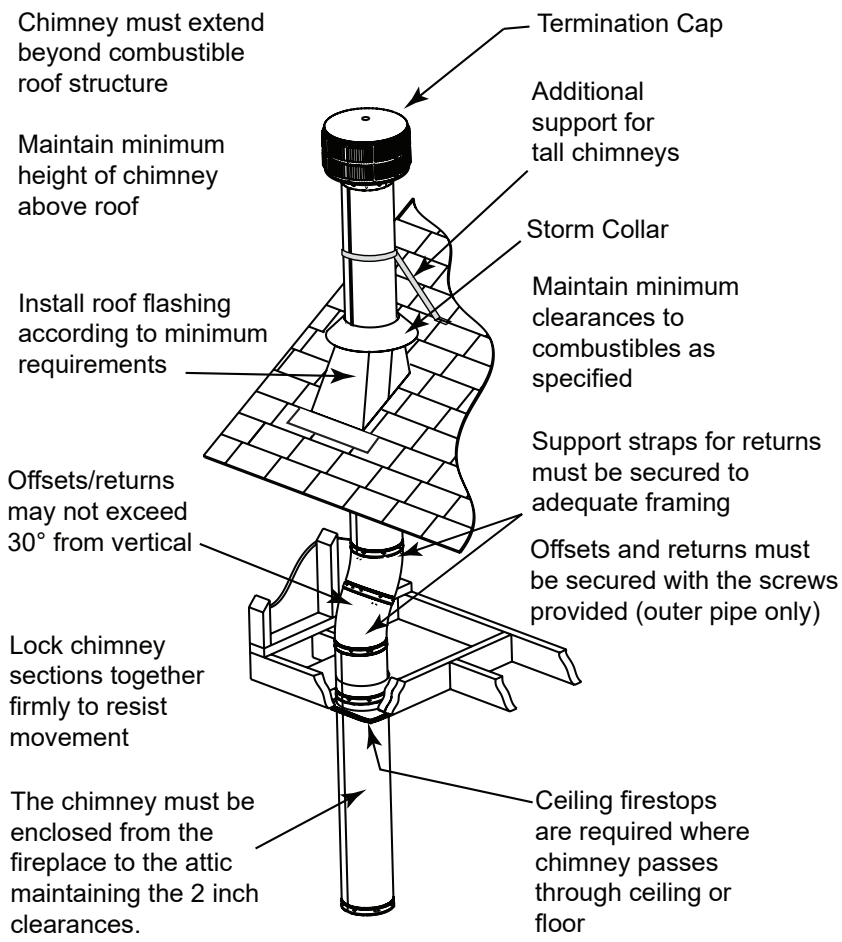
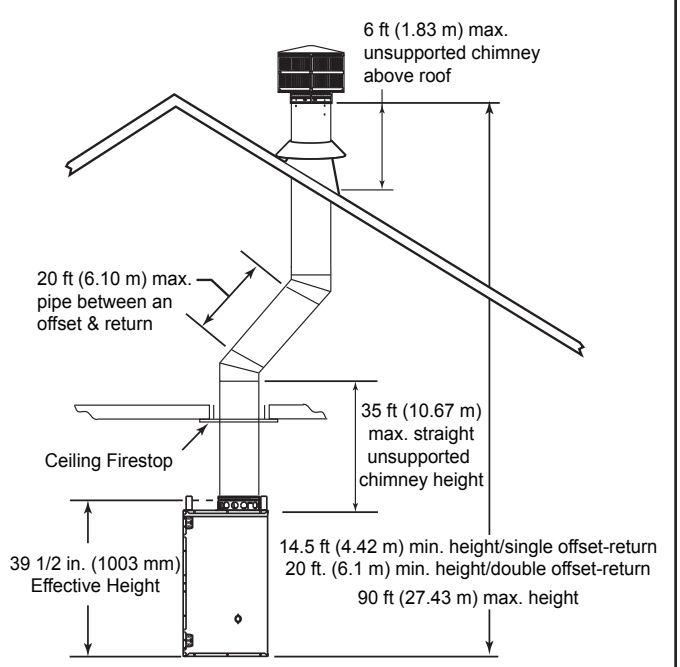

Figure 8.1 Typical Chimney System - Guidelines for Chimney System Installation
Figure 8.2 Chimney Requirements
- Subtract the effective height of the fireplace assembly (see Figure 8.2) from the total vertical height to determine the overall height of the chimney installation.
- Create a schematic for your application similar to Figure 8.2 showing components required (referring to Table 8.1). Figure 8.1 identifies those components and where used.